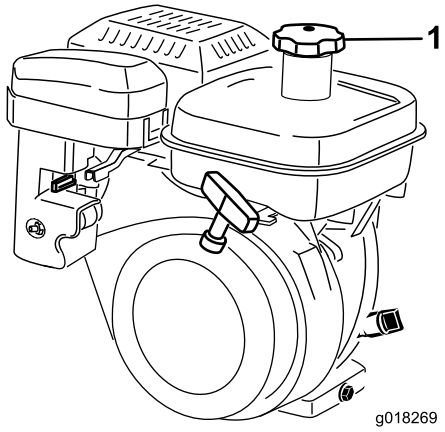

Figur 22
1. Rengjør rundt drivstofftanken, og ta av lokket (Figur 22). Bruk blyfri bensin og fyll drivstofftanken kun til bunnen av filterduken. Ikke fyll på for mye.